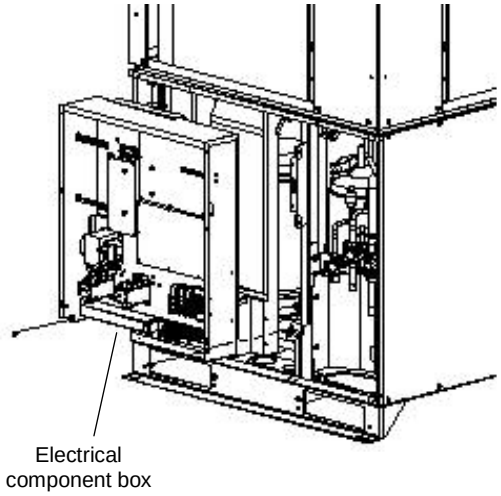

Fig. 4
(2) Remove power and control wires from terminals.
(3) Remove internal wires with extended connectors on the outdoor control PCB. (Solenoid valves, thermistors, crankcase heaters and others)
(4) Disconnect power lines connected to the secondary terminals of the magnetic contactor for the compressor.
(5) Remove the electrical component box (remove 2 screws). (Fig. 4)